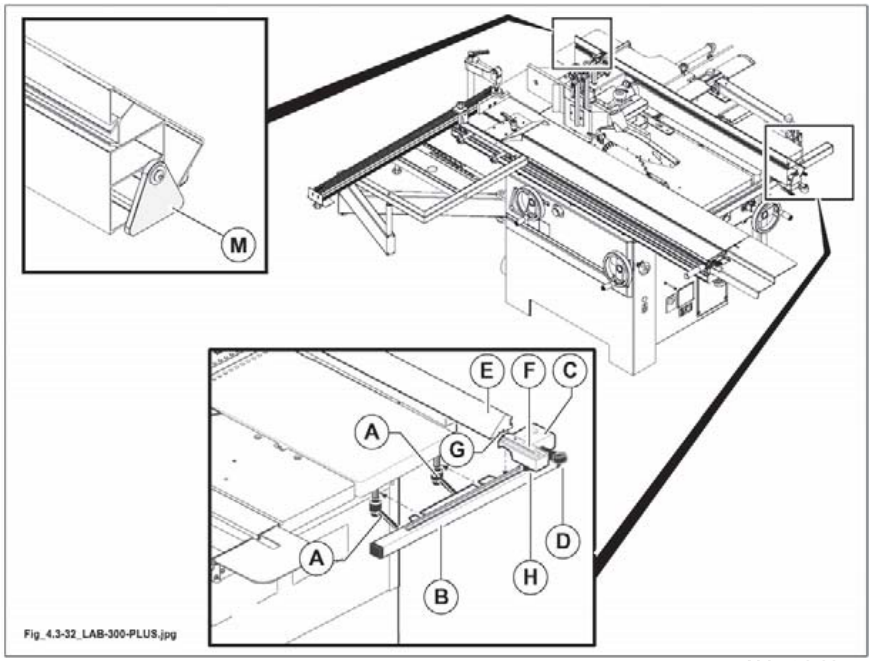

Abb. 4.3-32
1) Montieren Sie die Laufführung (B Abb. 4.3-32) und ziehen Sie die Hebel (A Abb. 4.3-32) fest.
2) Setzen Sie die Halterung (C Abb. 4.3-32) auf die Führung (B Abb.4.3-32) und ziehen Sie den Hebel (D Abb. 4.3-32) fest.
3) Montieren Sie die Führung (E Abb. 4.3-32) und fügen Sie dabei die Keilleiste (F Abb. 4.3-32) in die Rille (G Abb. 4.3-32) und ziehen Sie den Drehknopf (H Abb. 4.3-32) fest.
stellen Sie immer sicher, dass das Kunststoff-Abstandstück (M Abb. 4.3-32) so angebracht ist, wie in der Abbildung gezeigt; dies vermeidet Interferrenzen zwischen der Führung (E Abb. 4.3-32) und der Hobelwelle.